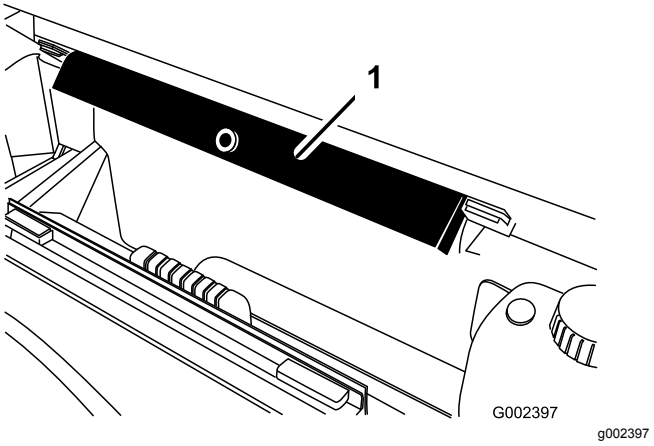

Figur 78
7. Fjern ladstøtten fra opbevaringsbeslagene bag på styrtbøjlepanelet (Figur 78).